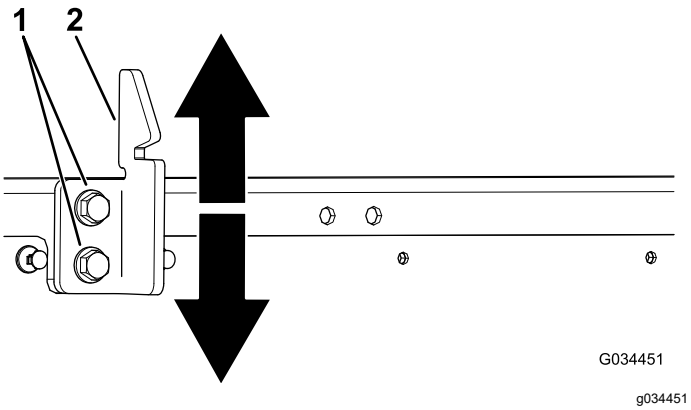

Figur 54
3. Lossa de två skruvarna på låsspärren och flytta den upp eller ned efter behov (Figur 54).
4. Dra åt de två skruvarna på låsspärren (Figur 54).